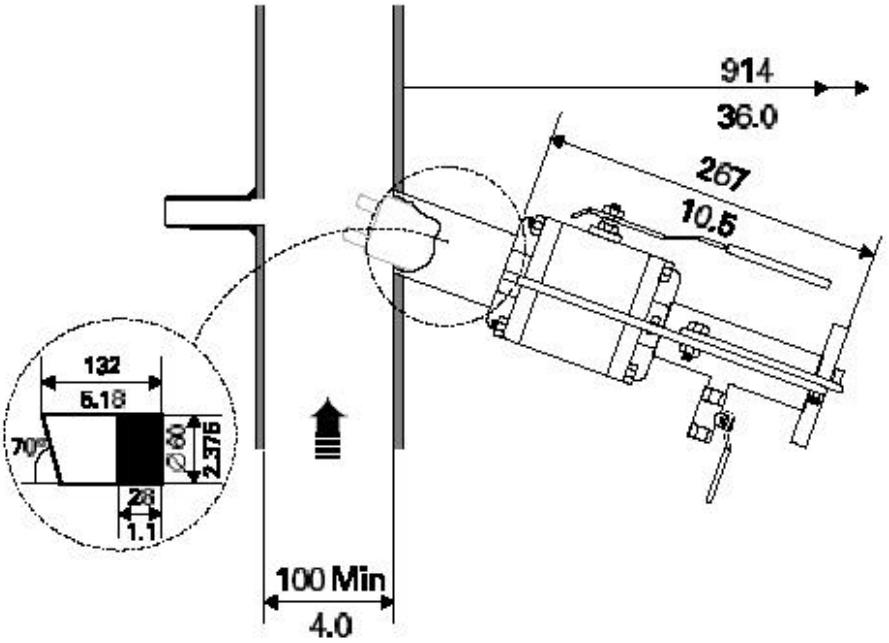

图5 对应于配套球阀装置的柱螺栓安装情形
请参照图5所示。
- 如图5所示，应预留出取下传感器的空间。